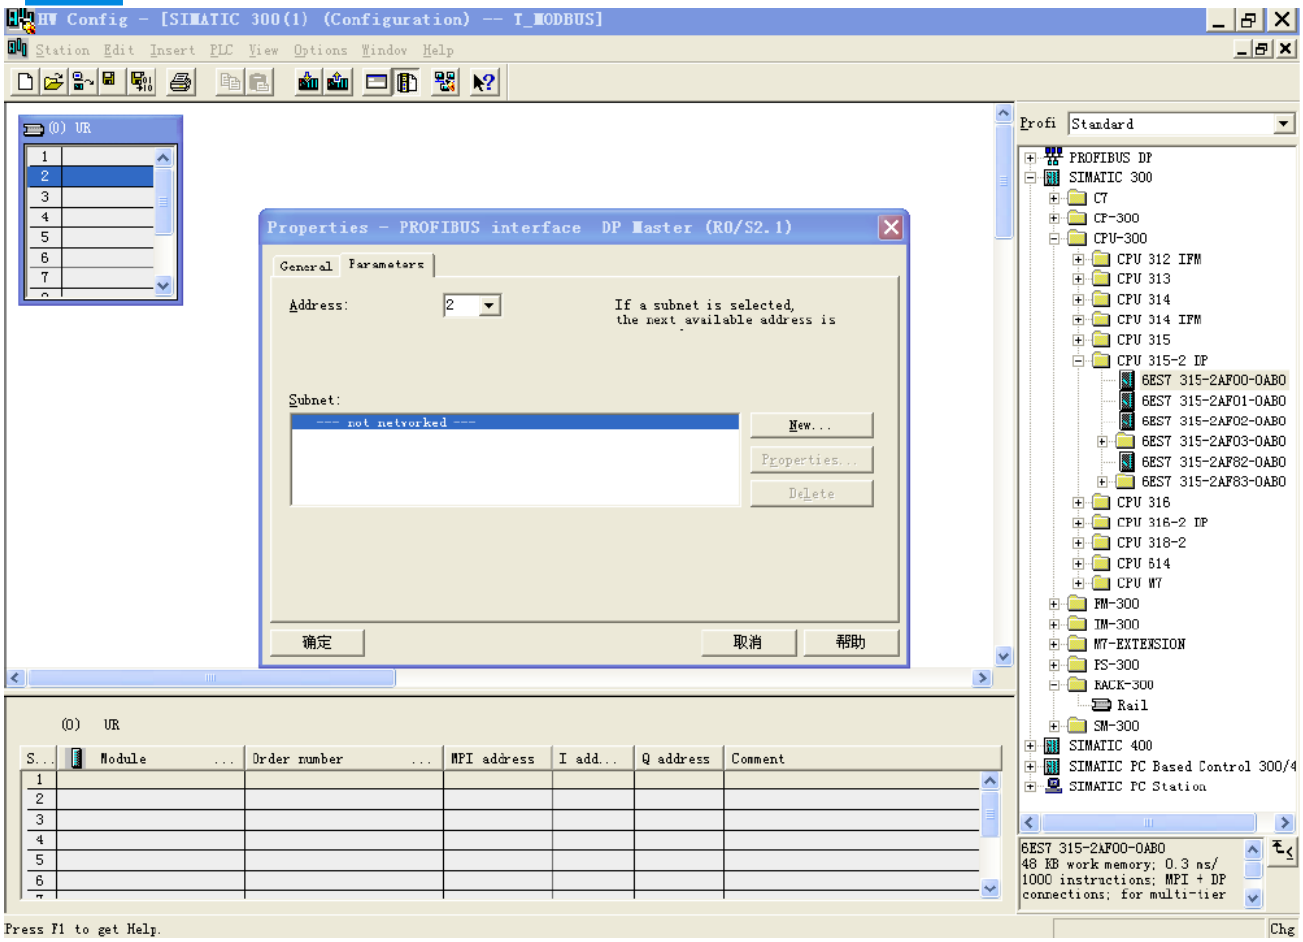

图 7
7. 设定 PLC rack, 双击“Hardware Catalog\SIMATIC 300\RACK-300\Rail”，如图 7 所示